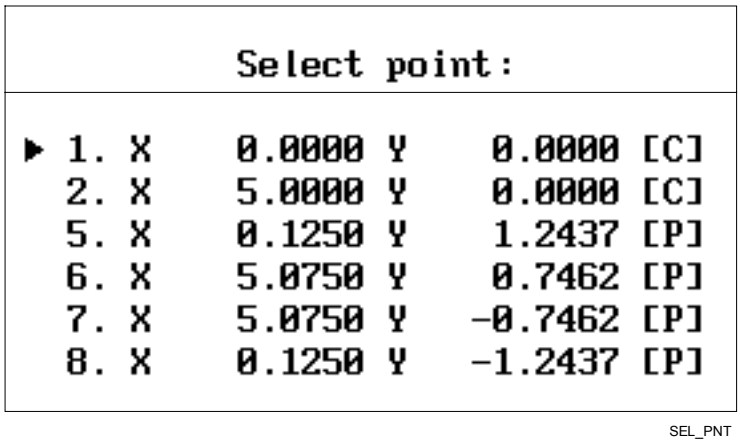

Figure 5-9, Geometry Calculator Select Point Pop-Up Menu
3. Highlight the **Geometry Calculator** template, and press **ENTER**. The CNC opens the **Select point:** pop-up menu and displays the saved sketch. Refer to **Figure 5-9**.